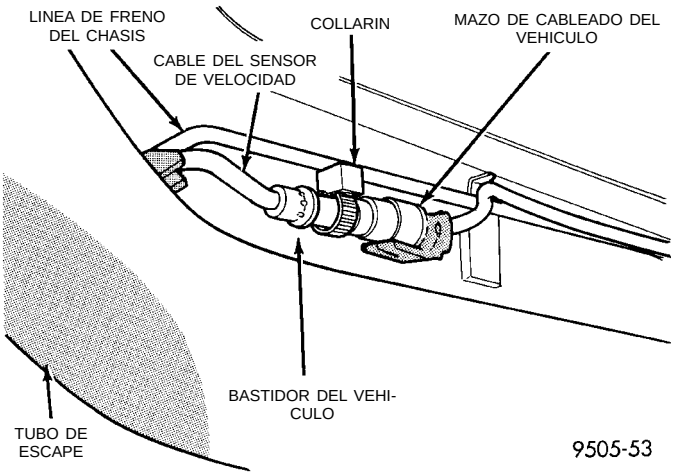
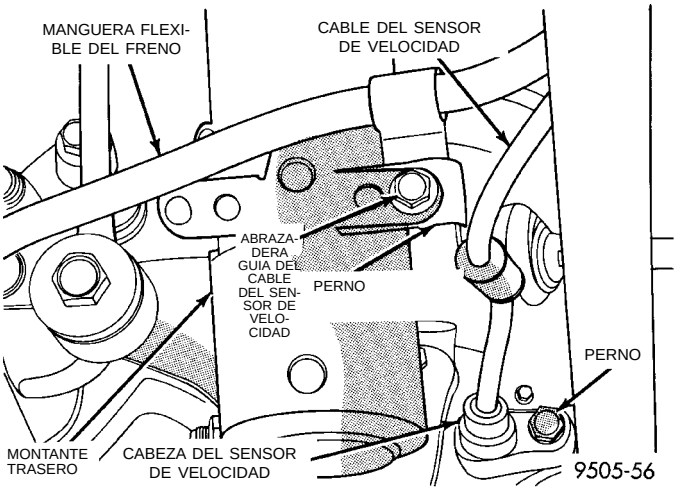

Fig. 33 Conexión del sensor de velocidad trasero al mazo de cableado del vehículo
Fig. 34 Instalación de la cabeza del sensor de velocidad y recorrido del cable
(1) Eleve el vehículo en gatos fijos o centrado en un elevador de contacto de bastidor. Para informarse sobre el procedimiento de elevación requerido que debe utilizarse en este vehículo, consulte Elevación en la sección Lubricación y mantenimiento de este manual.
(2) Retire el conjunto de rueda y neumático del vehículo.
(3) Desenchufe el conector del cable del sensor de velocidad del mazo de cableado del vehículo (Fig. 33). Retire el collarín (Fig. 33) que fija el conector del cable del sensor de velocidad a la carrocería del vehículo.
(4) Retire la abrazadera guía del cable del sensor de velocidad del soporte de montaje de la manguera flexible del freno trasero. Luego retire el cable del sensor de velocidad de los collarines guía en la manguera flexible del freno trasero y el tubo de freno del chasis.
(5) Retire el perno (Fig. 34) que fija el sensor de velocidad de rueda trasera al adaptador de freno de disco. Luego retire el perno que fija la abrazadera
guía del cable del sensor de velocidad al conjunto del montante trasero (Fig. 34).
(1) Instale la cabeza del sensor de velocidad de rueda en el adaptador de freno de disco (Fig. 34).
(2) Instale el perno de instalación del sensor de velocidad de rueda (Fig. 34). Apriete el perno de instalación con una torsión de 7 N·m (60 lbs. pulg.)
(3) Instale la manguera flexible del freno y la abrazadera guía del cable del sensor de velocidad en el soporte del montante trasero (Fig. 34).
(4) Instale el cable del sensor de velocidad de rueda en los collarines guía en la manguera flexible del freno trasero y el tubo de freno del chasis.
(5) Enchufe el conector del cable del sensor de velocidad en el mazo de cableado del vehículo (Fig. 33). Instale el collarín (Fig. 33) que fija el conector del cable del sensor de velocidad a la carrocería del vehículo.
(6) Instale el conjunto de neumático y rueda del vehículo.
(7) Realice una prueba de carretera del vehículo para asegurar el funcionamiento apropiado de los sistemas de freno básico y ABS.